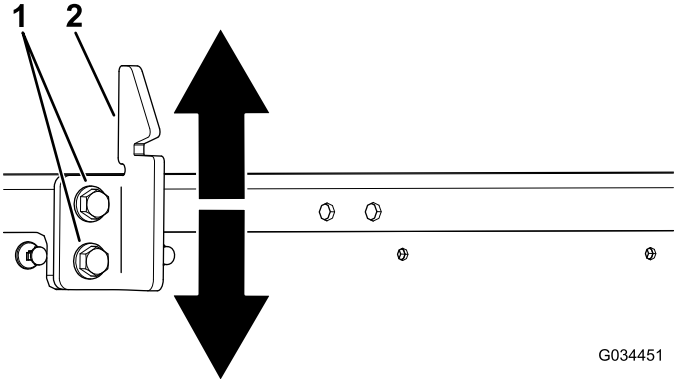

Rysunek 67
3. Poluzuj 2 śruby na zaczepie zamka platformy i przesuń zaczep w górę lub w dół w zależności od tego, czy zaczep znajduje się zbyt wysoko, czy zbyt nisko (Rysunek 67).
4. Dokręć 2 śruby zaczepu zamka platformy (Rysunek 67).